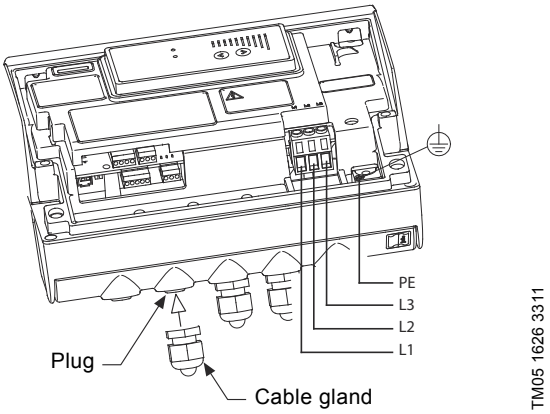

Fig. 36 Removing the plug and connecting cable gland to the terminal box
a. Remove the plug from each MLE terminal box with a flat head screw driver. See fig. 36.
b. Screw a new cable gland into each MLE terminal box with a crescent wrench. See fig. 36.
i. Tighten the cable gland cap to secure the cable. See fig. 36.